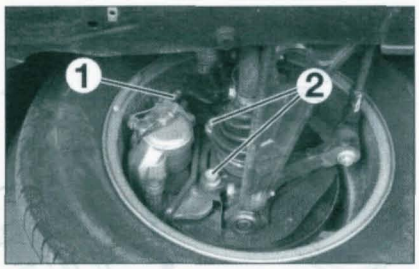

FIGURE 7-5
- Desserrer le flexible de frein (1) sur l'étrier **(figure 7-5)**.